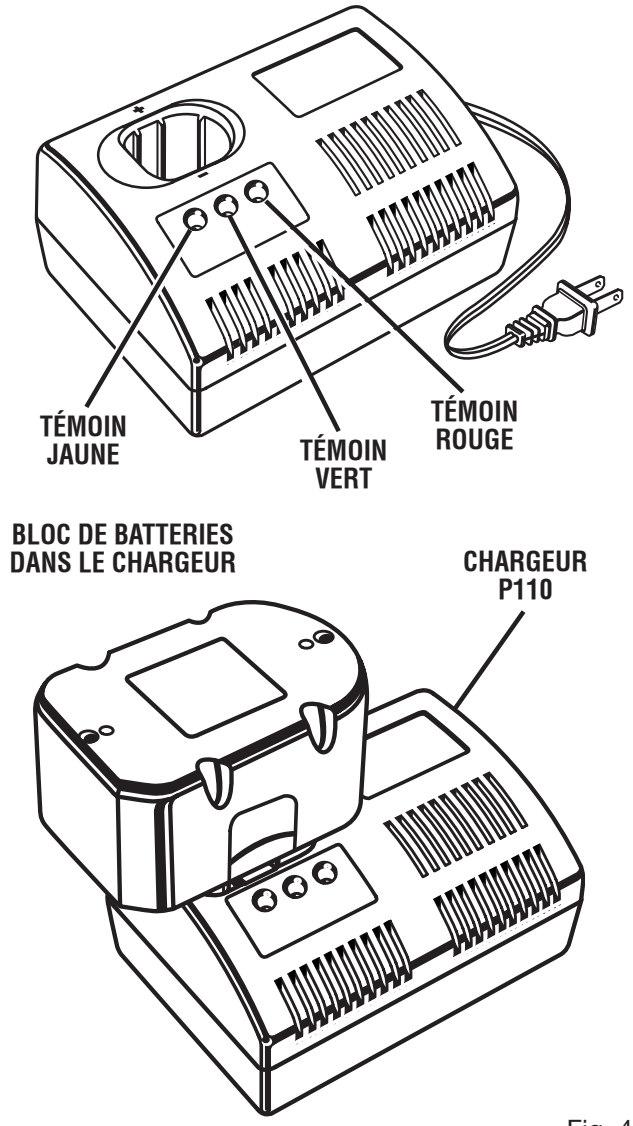

Fig. 4
- Aligner la nervure du bloc de batteries sur la rainure du chargeur et insérer le bloc dans le chargeur. *Voir la figure 4.*